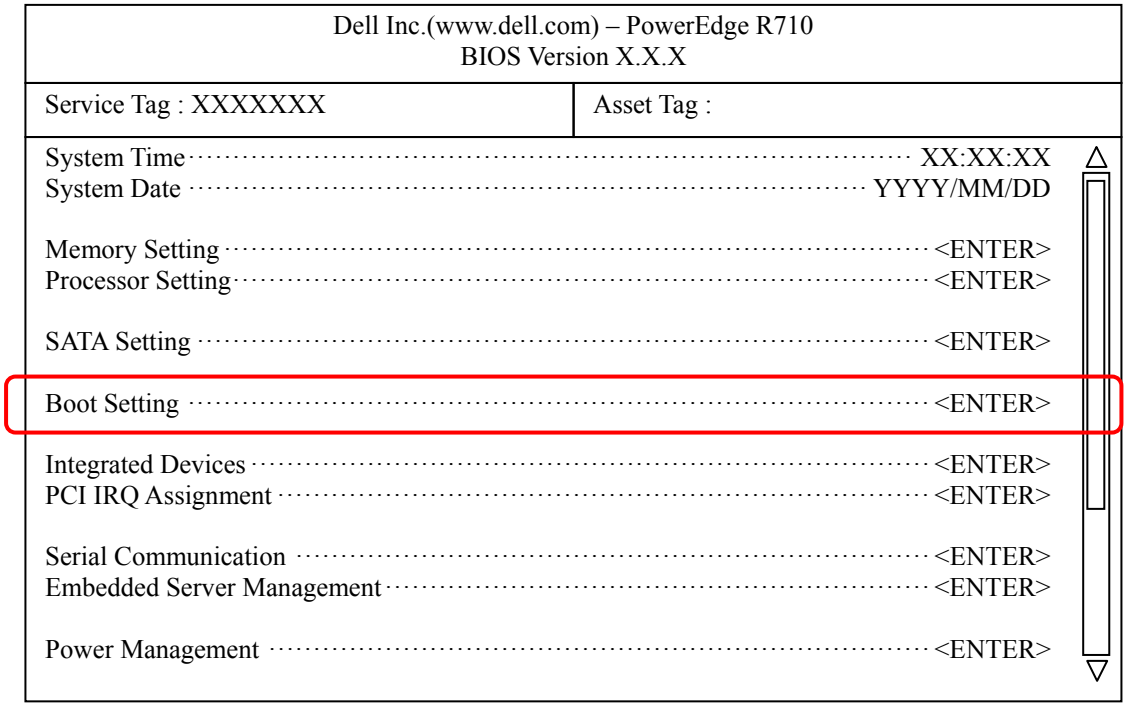

Figure C.2.3.4.1-1 BIOS Setup Utility Window
(5) The BIOS Setup Utility Windows is displayed as in Figure C.2.3.4.1-1.
(6) The Boot Settings Window is displayed as in Figure C.2.3.4.1-2.